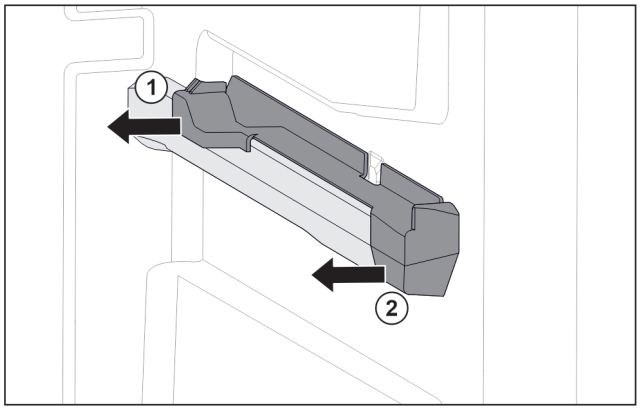

Fig. 118 Вставная часть на правом контейнерном ребре
- ▶ Отодвиньте вставную часть сзади в сторону. *Fig. 118 (1)*
- ▶ Отодвиньте вставную часть спереди в сторону. *Fig. 118 (2)*